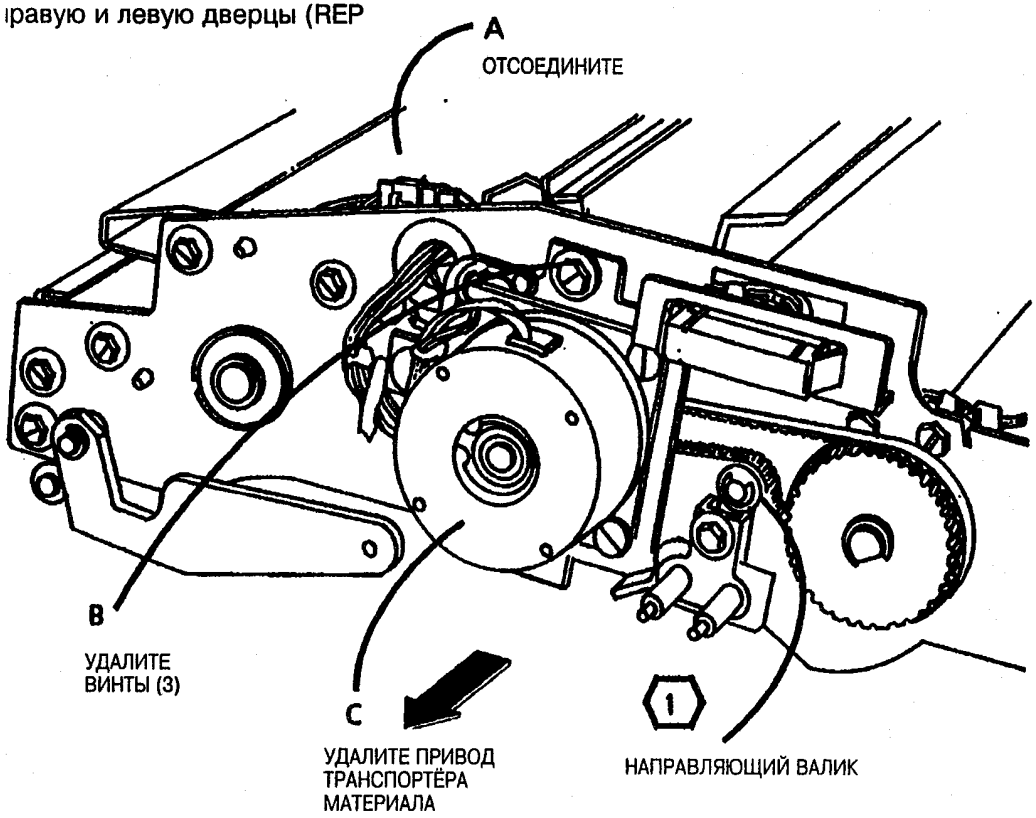

Рис. 1. Удалите привод транспортёра материала
6. (Рис. 1): Удалите привод транспортёра материала.
1 *Замена привода транспортёра материала показана на рис.1 процедуры удаления; убедитесь, чтобы ремень заходил за направляющий ролик, как показано на рис.1.*